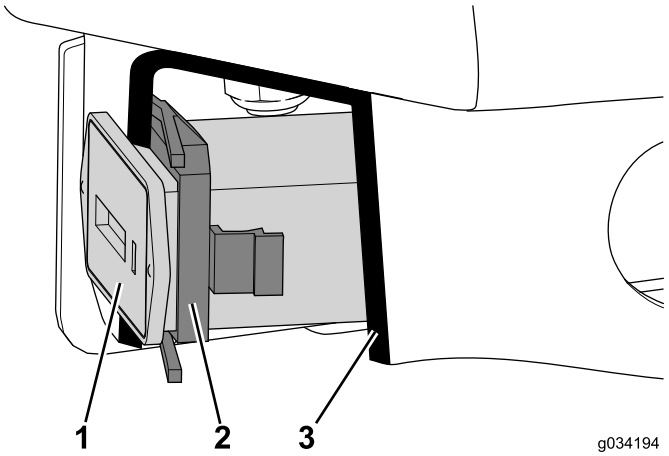

Figur 26
1. Trykk på timemåleren i utskjæringen til den er festet til holderen (Figur 26).